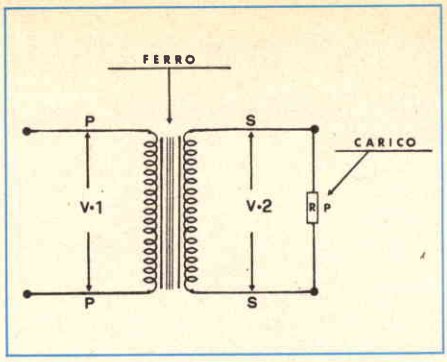
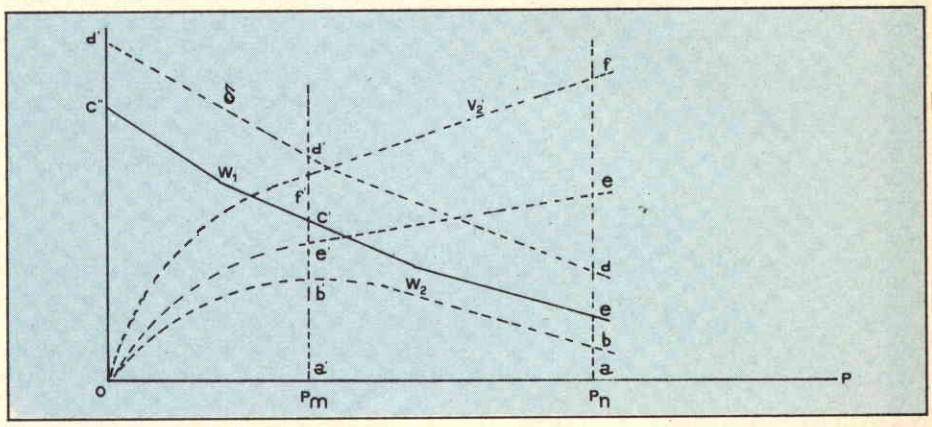

Fig. 7 -
Fig. 8 -
1) Si indica con V_1 la differenza di potenziale ai morsetti del primario P P in volt (vedi Fig. 7); essa è supposta costante ed è la tensione della rete d'alimentazione. 2) Si indica con V_2 la differenza di potenziale ai morsetti del secondario S S quando è aperto, mentre si indica con V'_2 la stessa d.d.p. quando esso è chiuso sulla resistenza P. È sempre V'_2 minore di V_2 e la differenza $V_2 - V'_2$ è la caduta di tensione secondaria da vuoto a carico, mentre il rapporto
11) Consideriamo lo schema di Fig. 7 e, restando costante V_1, facciamo variare P da ∞ (funzionamento a vuoto) a zero (funzionamento in corto circuito). La Fig. 8 fornisce indicativamente le corrispondenti variazioni delle grandezze del trasformatore e cioè: la tensione V'_2 va da V_2 a zero. La densità va da zero al valore massimo. Il rendimento η è zero a vuoto, poi cresce rapidamente e infine decresce lentamente per ritornare a zero. La potenza primaria W_1 va da un valore prossimo a zero a un valore massimo. La potenza secondaria W_2 va da zero a zero passando per il massimo, che chiameremo $W_{2\,m}$ quando P assume un particolare valore che chiameremo "Pm". Interessa esaminare il valore di queste varie grandezze in corrispondenza a quattro particolari valori di P e precisamente: